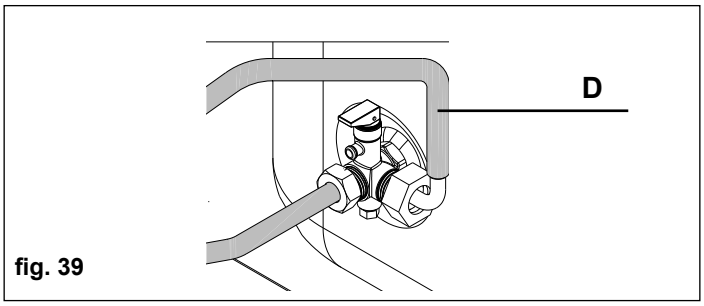

fig. 39
- Collegare l’altra estremità della rampa alla valvola di sicurezza bollitore (**D** - fig. 39)